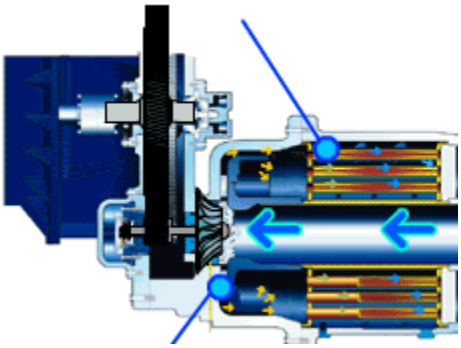

Figure 19
1) High 2xTS peak in the radial direction (Figure 19)
2) Greater than 2:1 ratio of 1xTS to 1xTS (Figure 19)
4) Low amplitude 1xTS amplitude (Figure 19)